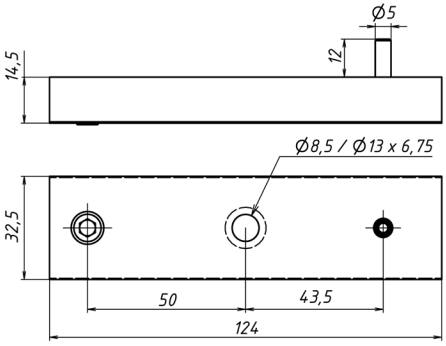

Рисунок 3 – Габариты якоря
5.4 Якорь замка устанавливается на двери напротив корпуса и закрепляется с помощью комплекта крепления якоря. Для этого в двери подготавливаются монтажные отверстия для штифта (Ø6 мм) и винта крепления (Ø10 мм) в соответствии с габаритным чертежом якоря (рисунок 3).